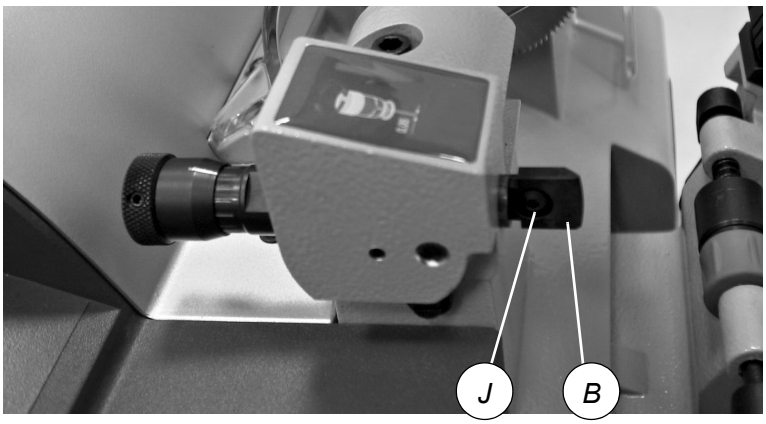

Fig. 27
2) Loosen and remove the screw (J) and remove the tracer point (B) (fig.27).
3) Place the new tracer point in position and fix with the screw (J).